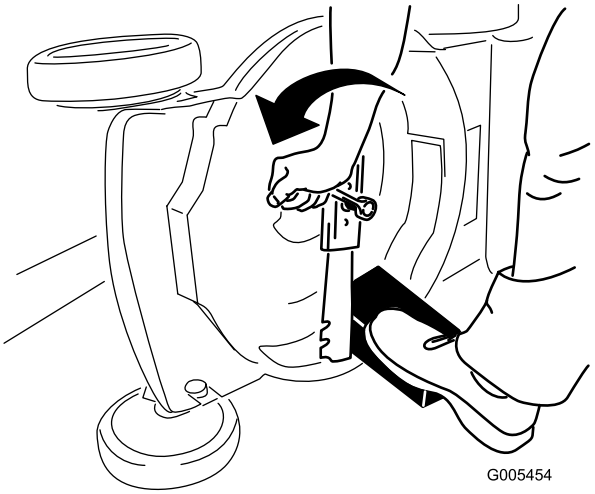

Figur 39
3. Bruk en treblokk til å holde kniven fast (Figur 39).
4. Fjern kniven, behold alle monteringsdeler (Figur 39).